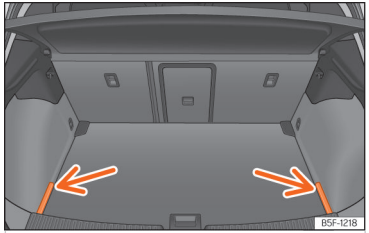

Abb. 180 Im Gepäckraum: Abdeckungen zum Verstauen der Gepäckraumabdeckung.
- Entfernen Sie die Abdeckungen links und rechts ››› **(Abb. 180)**.